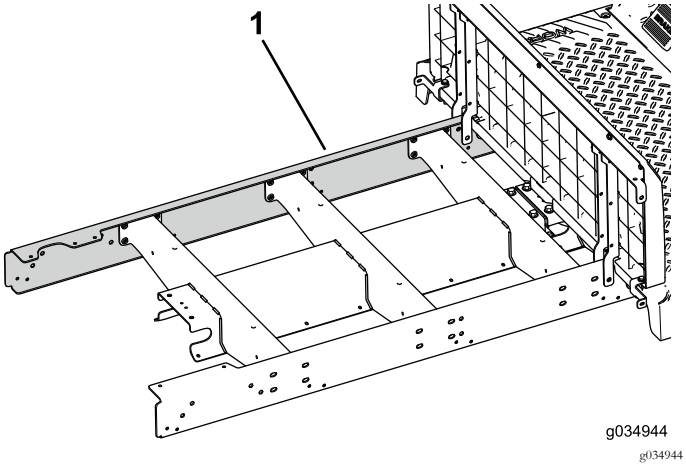

Figur 25
5. Monter forlengelsesskinnen løst på venstresiden av maskinen (Figur 25).